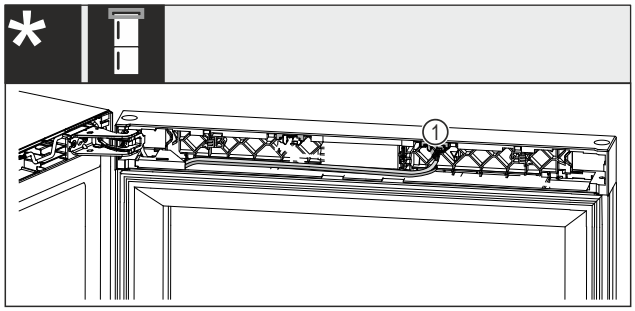

Fig. 19 Wijn-vries-combinaties
- ▶ Stekker *Fig. 19 (1)* uit het nest trekken.